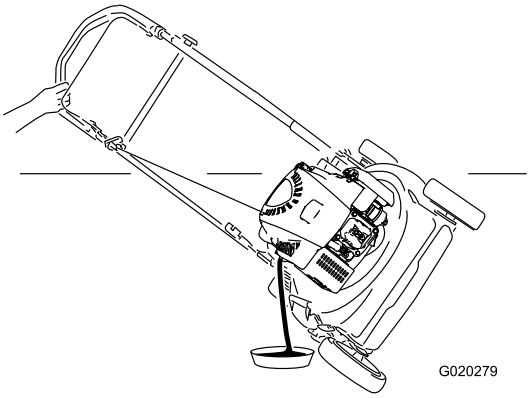

Figur 29
5. Vend maskinen over på siden, med peilestaven ned, for å tømme den brukte oljen ut gjennom oljefyllingsrøret (Figur 29).